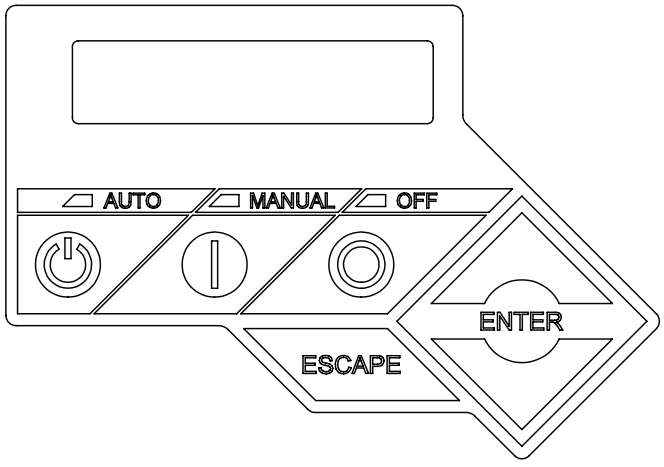

Figure 7.1 – 8/11/13/14/15/16/17/20 kW Generator Control Panel
7.1.1 USING THE AUTO / MANUAL / OFF BUTTONS (FIGURE 7.1)